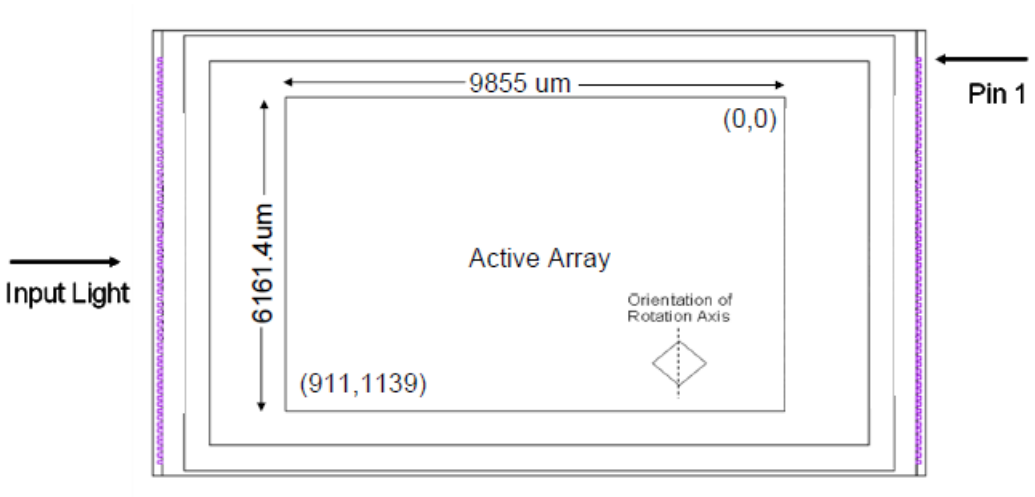

Figure 5. DLP4500 Micromirror Active Area
(1) See *Micromirror Array, Pitch, and Hinge-Axis Orientation*.
(2) See Micromirror Active Area in *Figure 5*.
(3) The mirrors that form the array border are hard-wired to tilt in the –12° ("Off") direction once power is applied to the DMD (see *Micromirror Array, Pitch, and Hinge-Axis Orientation* and *Micromirror Landed Positions and Light Paths*).